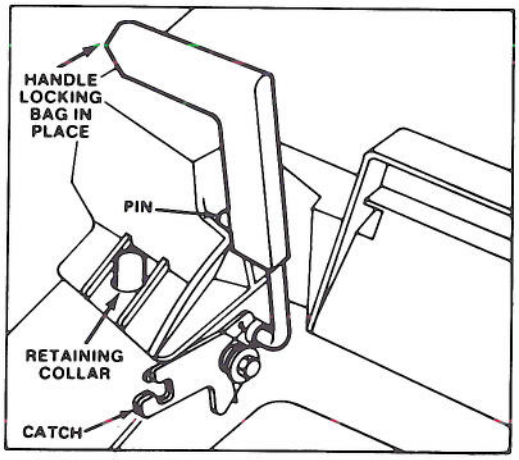

Figure 12
3. INSTALLING BAG — Slide hole in bag frame onto retaining collar on housing (Fig. 12) and set rear of bag frame onto lower handle.
4. Pull chute door handle forward until pin clears catch and move handle rearward until pin locks in bag notch (Fig. 12). Chute door in mower housing is now open. It may be necessary to push down on top right of bag door to release handle locking pin from catch.